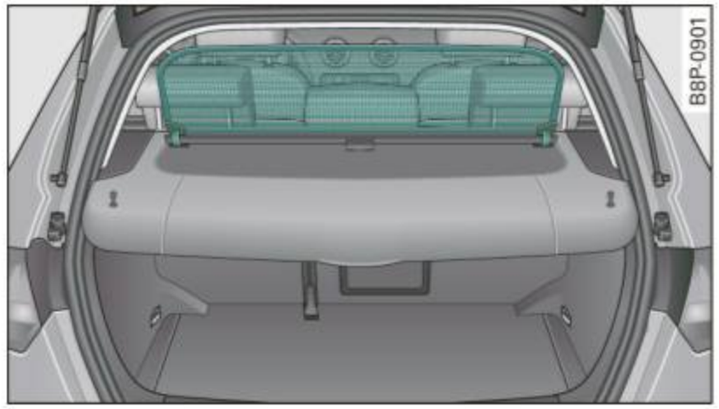

Fig. 60 Sun blind in extended position
– Place the sun blind against the spring force into the center bracket ⇒ *page 61*, fig. 60 (A) of the parcel shelf.